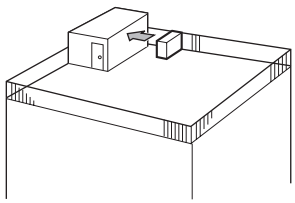

Fig. 2-3
① Face the air outlet towards the nearest available wall about 50 cm (19-11/16") away from the wall. (Fig. 2-3)